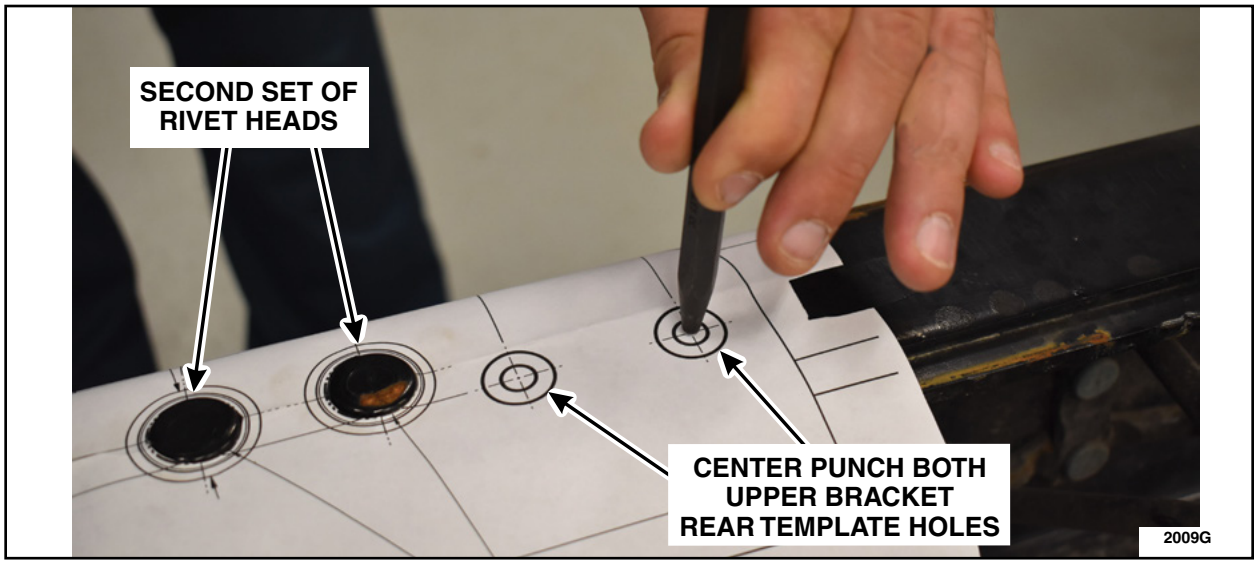

FIGURE 5
5. Using a center punch, mark the center of the smaller diamater circles. See Figure 5.